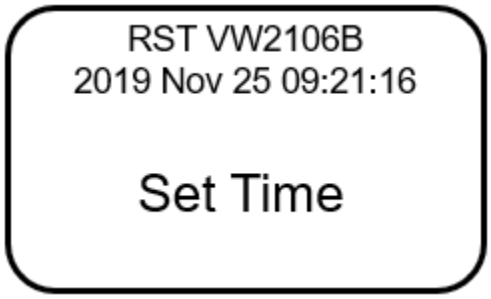

FIGURE 3-6 SET TIME SCREEN
2. Scroll to the **Set Time** screen (Figure 3-6) using the up/down arrows and press 'Enter'.